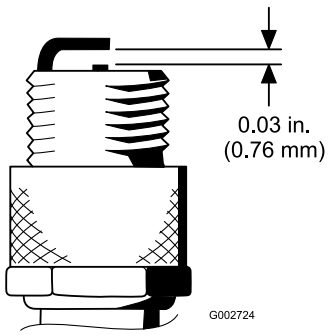

Figur 28
4. Kontrollera att mellanrummet mellan mitt- och sidoelektroderna är 0,76 mm (Figur 28). Montera tändstiftet med korrekt mellanrum med packningsförslutningen och dra åt stiftet till 23 Nm. Se till att skruva åt stiftet ordentligt om du inte använder en skiftnyckel.